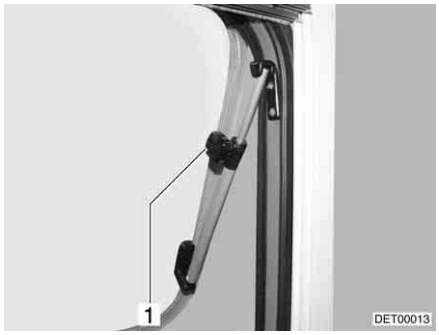

Fig. 53 Hinged window with rotary hinges, open
- Open the hinged window until the required position has been reached and use knurled knob (Fig. 53,1) to secure in position.
- Turn knurled knob (Fig. 53,1) until the latch is released.